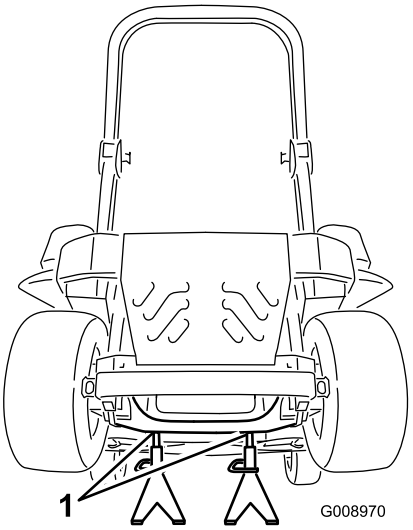

Figure 85
3. Soulevez la machine sur des chandelles (Figure 85).
9. Retirez les chandelles et abaissez la machine (Figure 85).